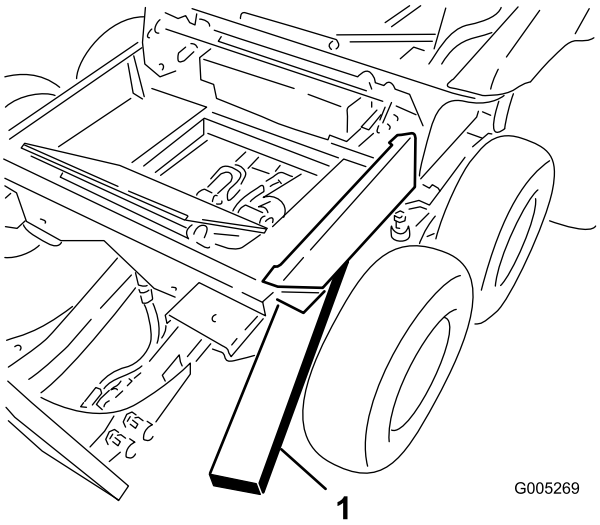

Figur 42
1. Spændeskive og møtrik på bogiedrejeleddets tap (2)
3. Sæt en træklods mellem det forreste bogiestop og stellet for at vippe vinterstellet mod bagenden (Figur 42).